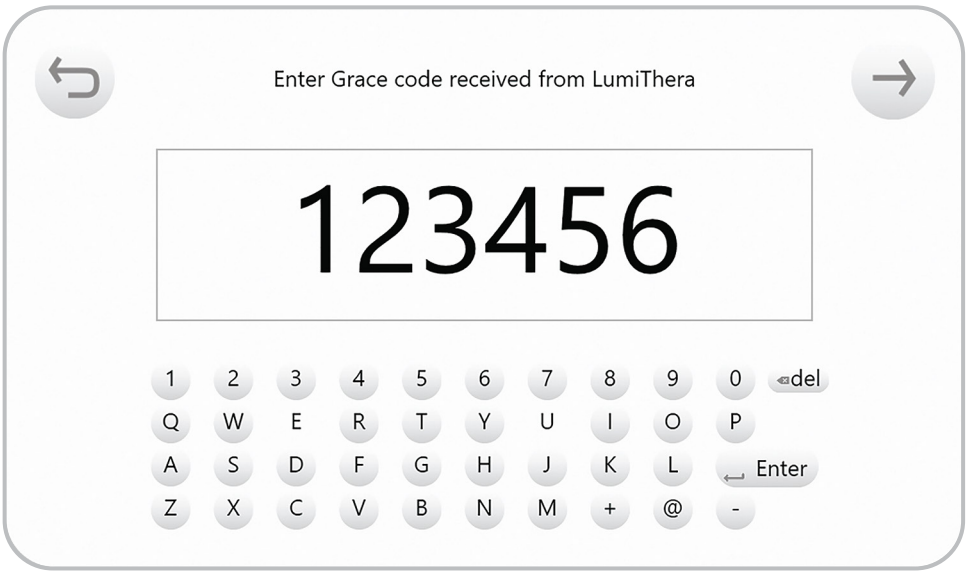

FIGURE 21
- Enter the code into Valeda and press the “Continue” button to proceed (Figure 21).